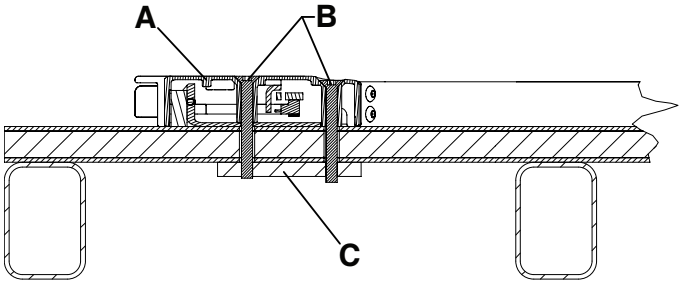
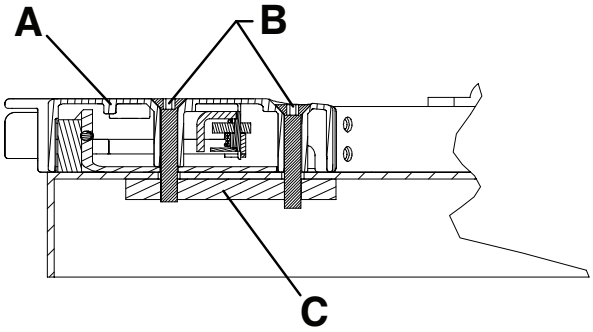

Rysunek 7 – Mocowanie podłogowe, po stronie podnóżka - Widok 3A
Rysunek 8 – Mocowanie do tacy, po stronie podnóżka - Widok 3B
3. Przymocować obudowę blokady strony podnóżka (A) do podłogi lub tacy za pomocą czterech śrub M8 z płaskim łbem (B) (niedostarczone).
Uwaga - Konieczne jest zastosowanie stalowej płyty montażowej (C) (lub odpowiednika) w celu zwiększenia wytrzymałości (niedostarczona) (Rysunek 7 lub Rysunek 8).